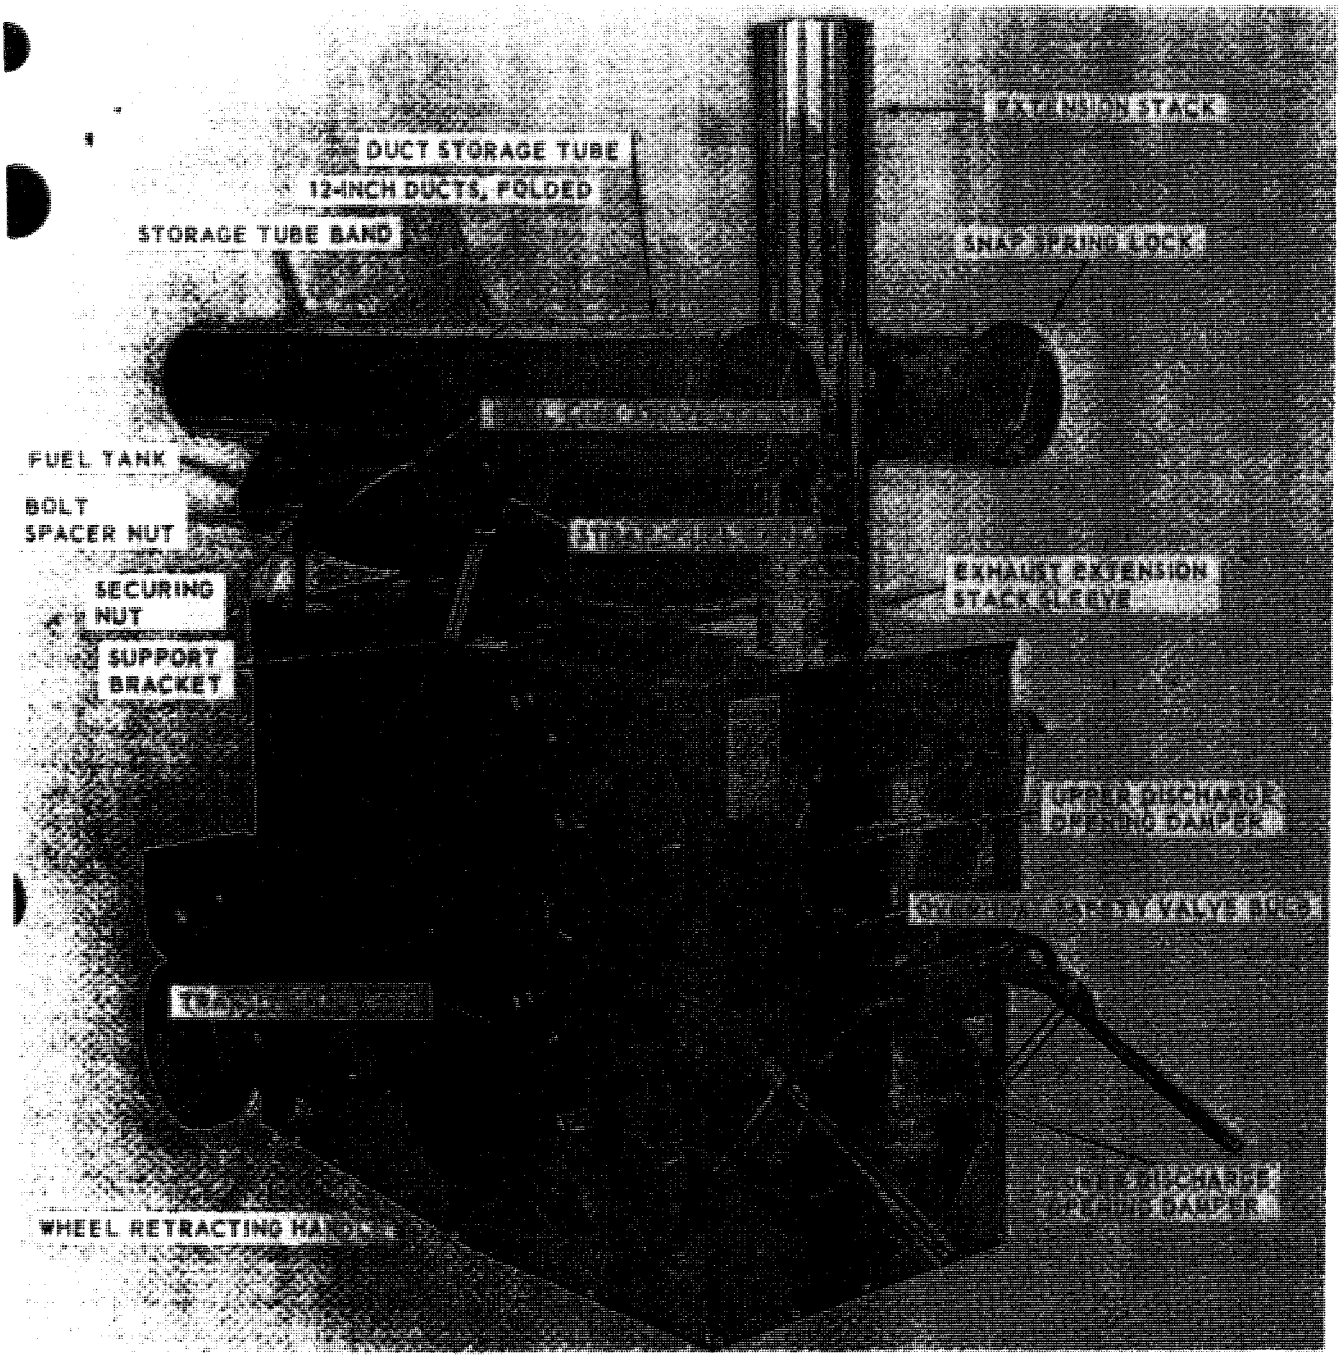

Figure 1-2. Heater, left front view.
g. Wheel Retracting Handle. The wheel retracting handle (fig. 1-2), located on the left and to the rear of the heater, is used for manually raising or lowering the wheels on the heater. The wheels may be lowered to move the heater easily on hard surfaces. The wheels should always be retracted during the operation of the heater to aid in wheeling the unit and to reduce vibration. Pull the handle rearward to raise the wheels. Release the handle slowly when retracting the wheels to avoid jarring the unit.
i. Burner Overheat Safety Valve. The burner overheat safety valve is located inside and at the bottom left front side of the heater. It is a thermostat-type valve operated by a liquid-filled sensitive bulb (fig. 1-2). If the heated air from the unit exceeds a certain predetermined temperature, the valve will act to limit the fuel flow, reducing the heat output to a safe level. Whenever this occurs, close the burner fuel line shutoff valve and locate and correct the cause. After the burner has been permitted to cool, relight it.